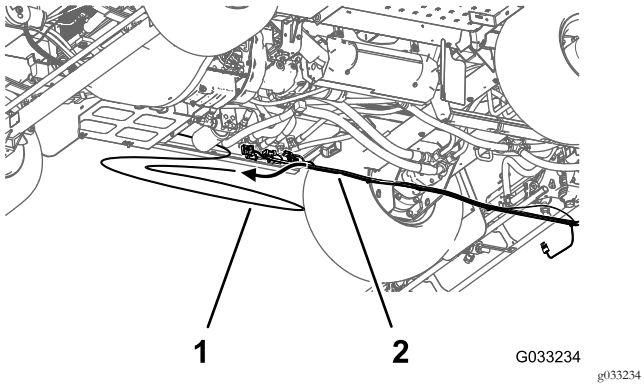

Figuur 27
7. Verwijder de druksensorbuis voor de meter op het dashboard uit de achterste kabelboom van de machine (Figuur 27).